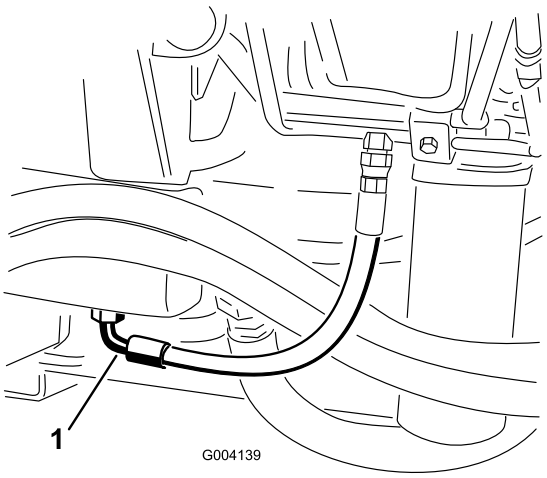

Figur 69
2. Plasser et stort tappefat under nippelen som er festet til bunnen av den hydrauliske væskebeholderen (Figur 69).